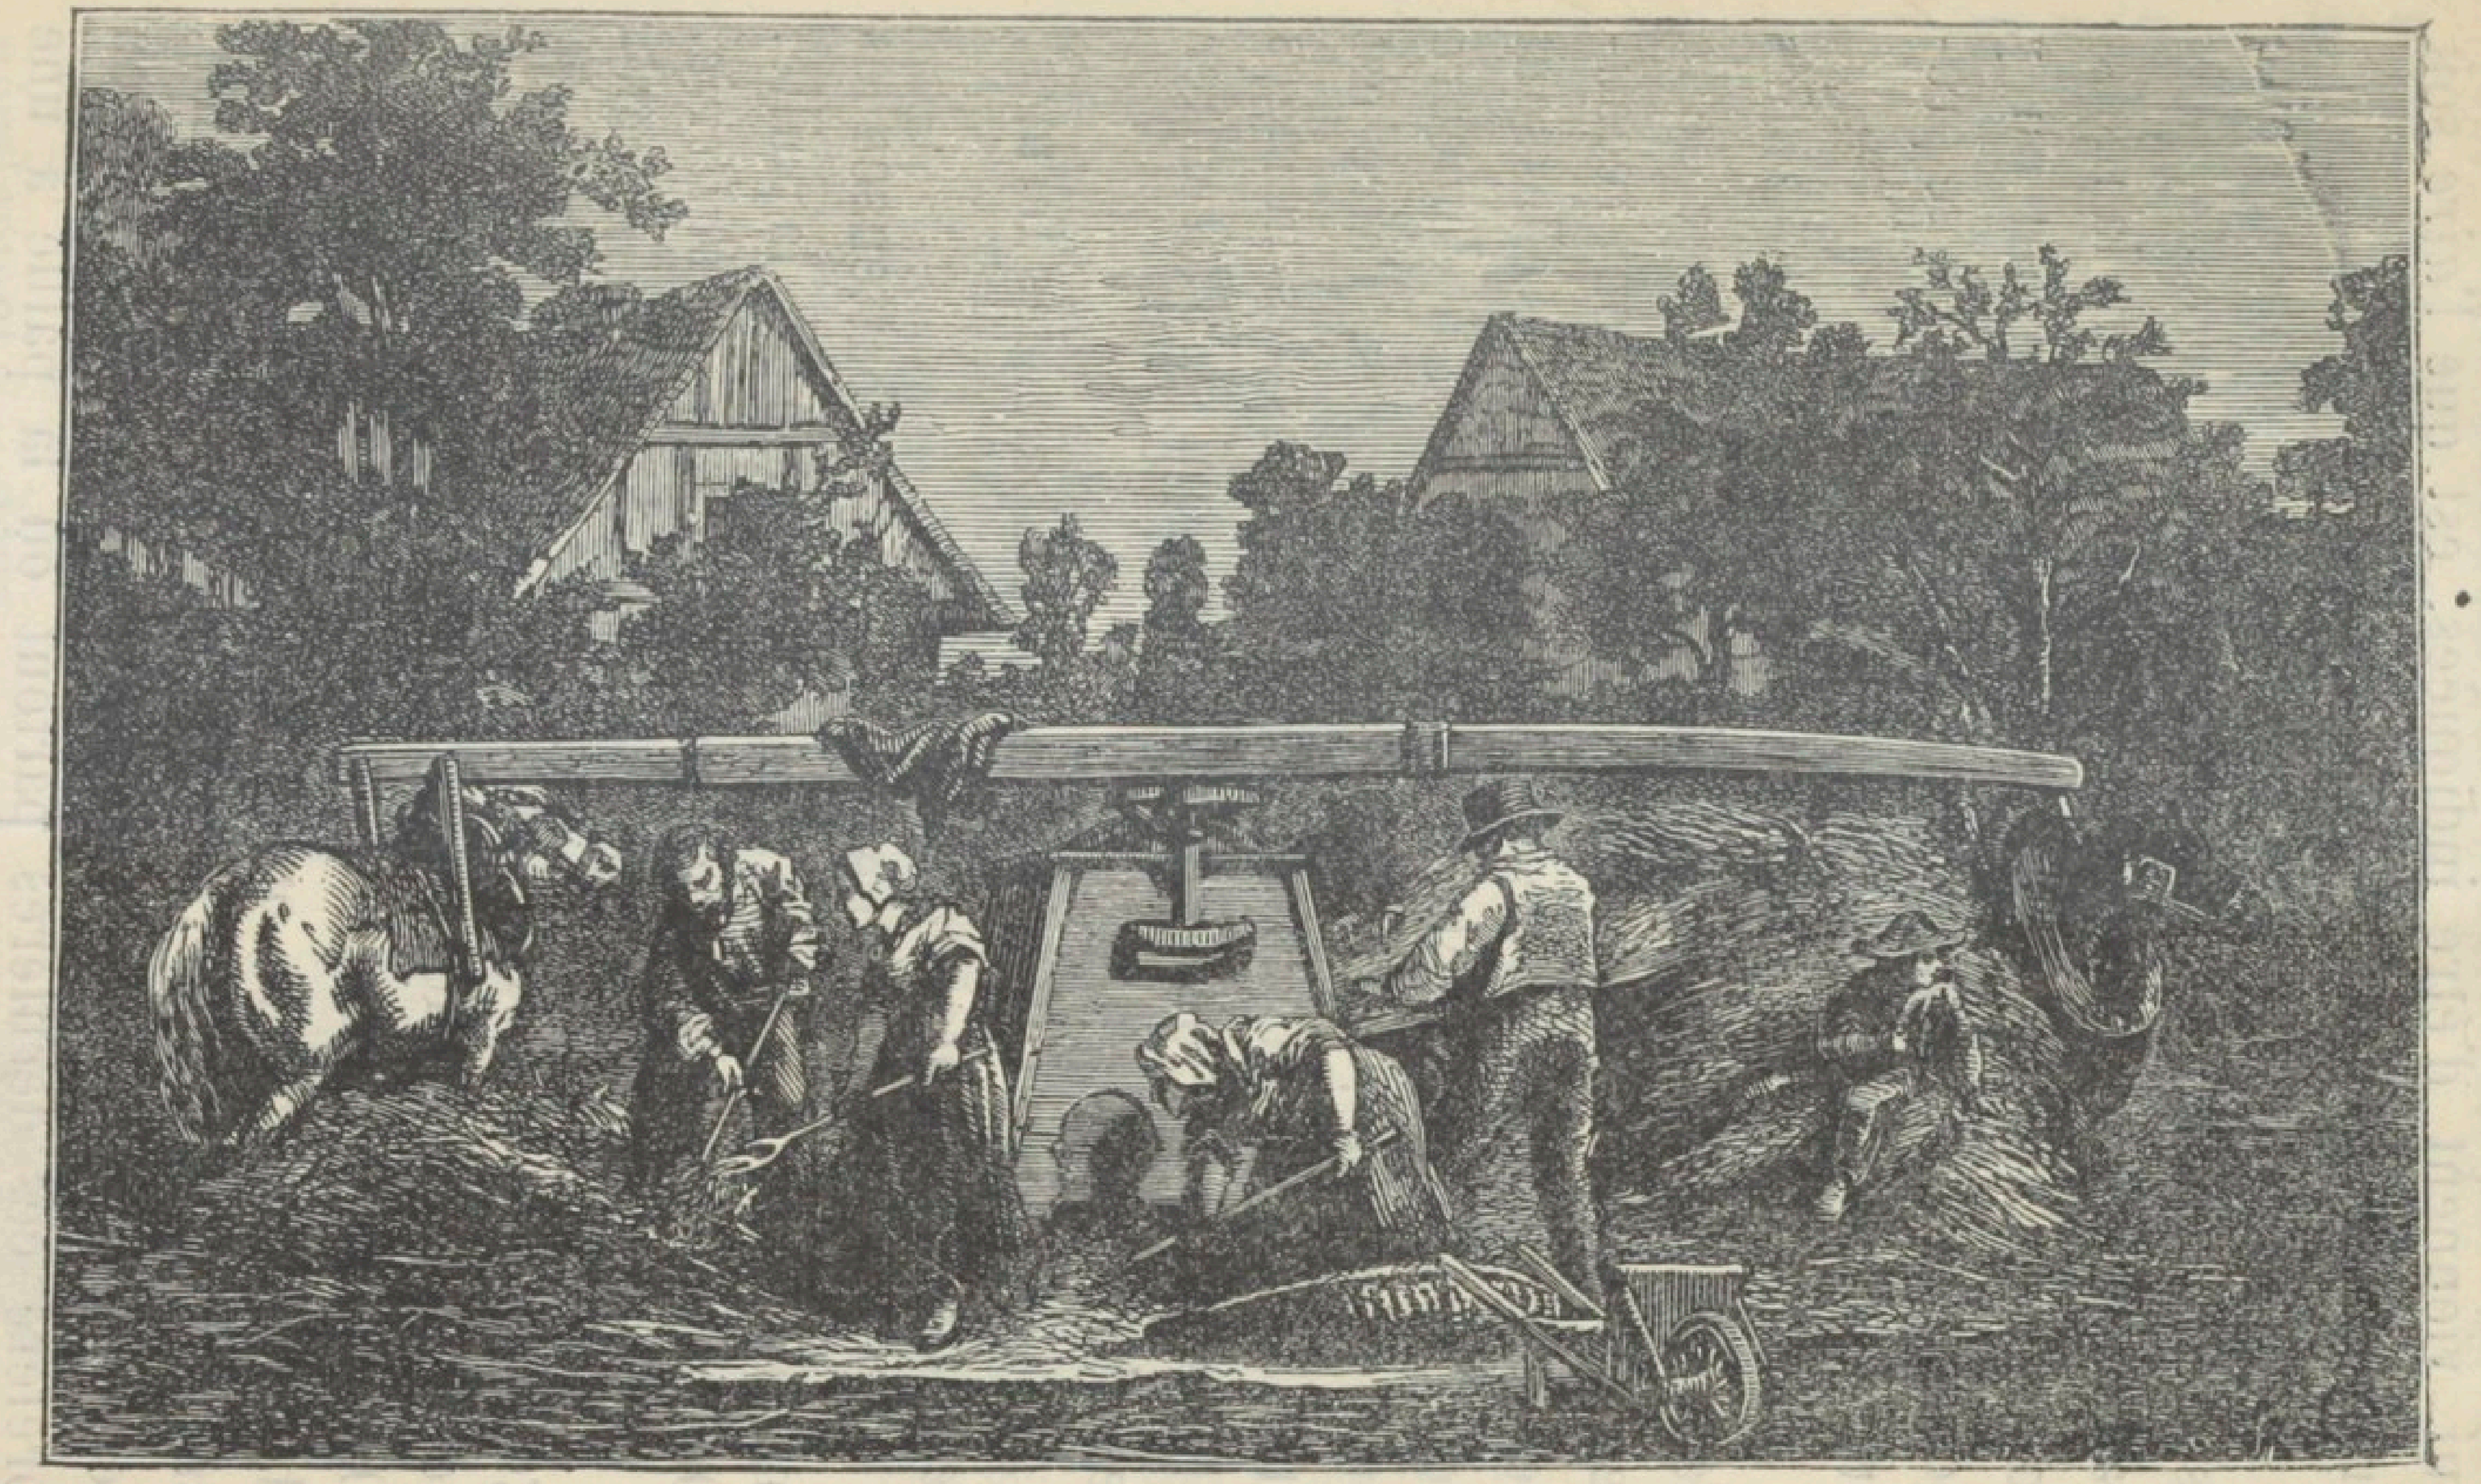

Fig. 52. — Battage des grains au manège.
Le *manège* (fig. 52) est un appareil qui a pour but de transformer le mouvement de translation lent des animaux en un mouvement de *rotation* rapide. A cet effet, sur un engrenage circulaire sont fixées les tiges de bras horizontaux qui s'écartent comme les rayons d'un cercle. Les animaux attelés à l'extrémité de ces bras, marchent en suivant la circonférence. L'engrenage central est ainsi mis en mouvement. Ce mouvement, dont la vitesse est multipliée par d'autres engrenages, est transmis à la machine.
72. — A sa sortie du batteur, dans les machines les plus simples (fig. 52), le grain tombe en dessous, mélangé avec les balles et les débris de paille, tandis que la paille est entraînée sur un plan incliné qui la fait sortir de la batteuse.